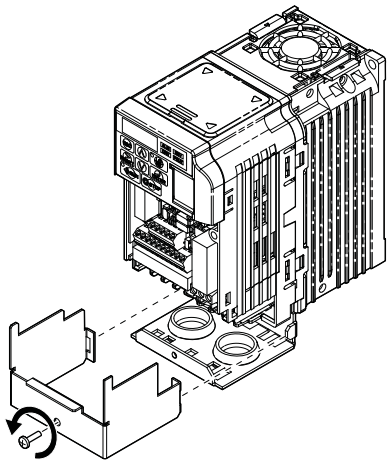

Figure 8 Remove the NEMA Type 1 Terminal Cover (CIMR-V□BA0001F to BA0003F, 2A0001F to 2A0006F)
6. For IP20/NEMA Type 1 enclosure models CIMR-V□□A□□□□F, loosen the screw on the front of the NEMA Type 1 terminal cover and remove it from the drive. Refer to *Figure 8* for details.